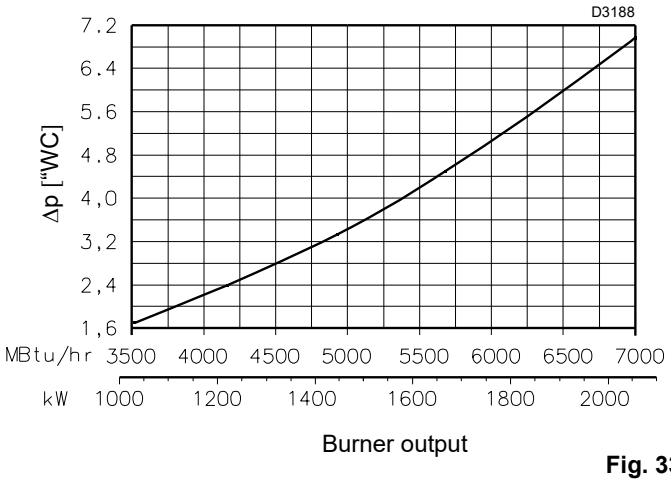

Fig. 33
– Find the nearest pressure value to your result in Fig. 33.